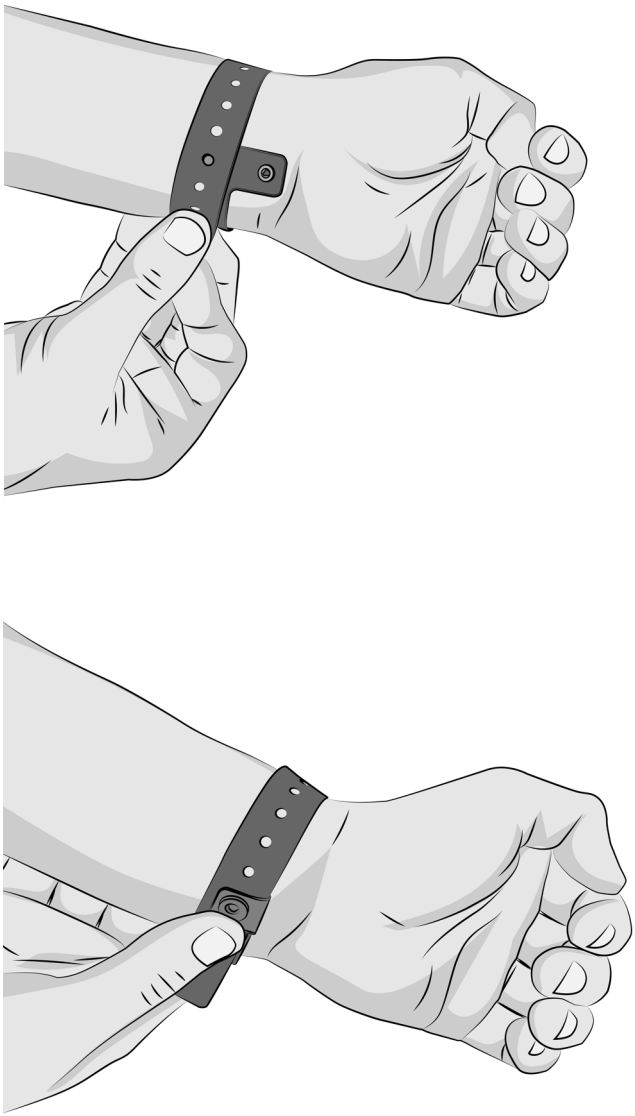

Afbeelding 17: Polsband voor eenmalig gebruik bevestigen
5. Als u de polsband voor eenmalig gebruik gebruikt, breng de bevestigingsknoop dan op een lijn met de opening voor de juiste maat aan de andere kant van de polsband en zorg dat de polsband prettig en stevig zit. Zodra de juiste maat is gevonden, vouwt u de manipulatiebestendige bevestigingsknoop om om deze te bevestigen. De bevestiging springt op zijn plaats wanneer deze gesloten is (Afbeelding 17). Let op: als de manipulatiebestendige bevestiging eenmaal gesloten is, kan de polsband niet meer worden bijgesteld.